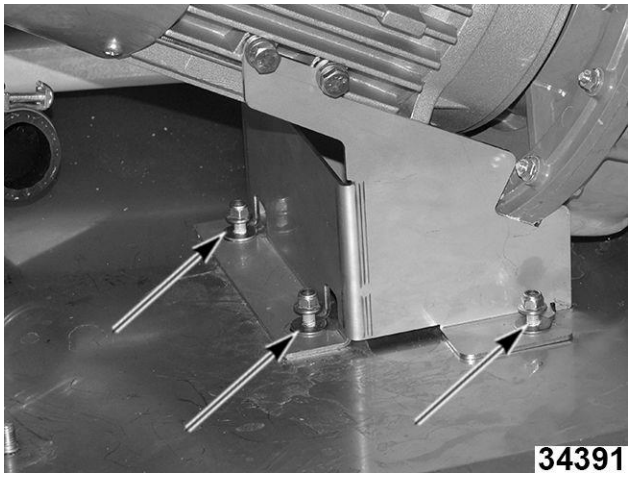

Fig. 131
4. Afloje las tres contratuercas del soporte. (Fig. 131)